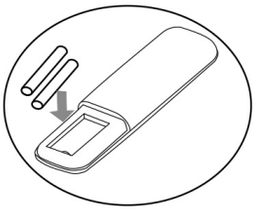

Fig.2
- Insérez deux piles neuves en faisant attention à la polarité (fig.2).